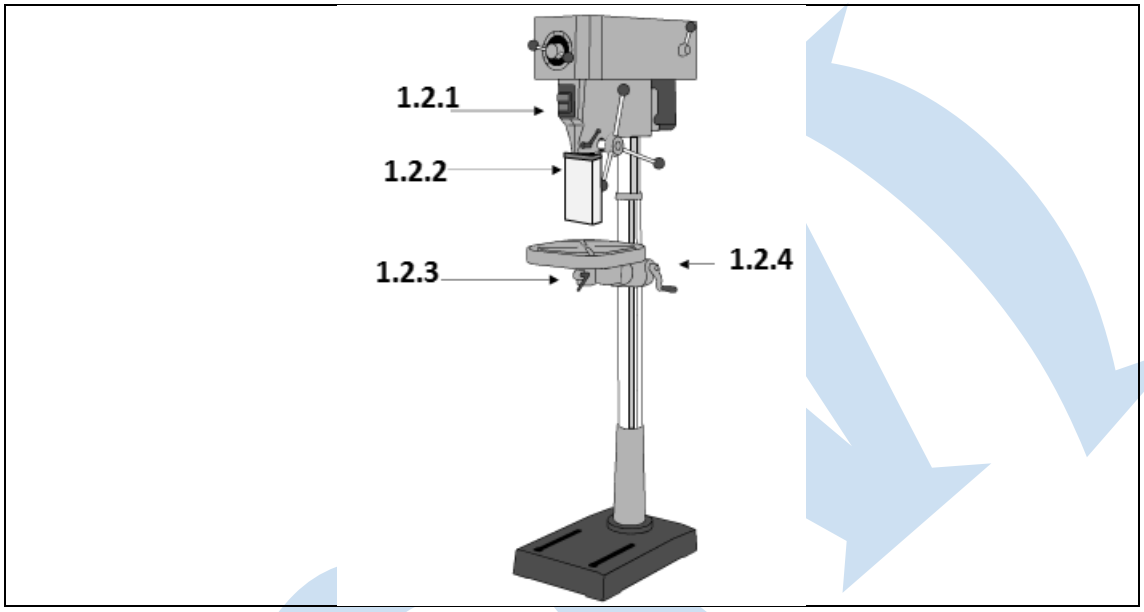

FIGUUR 1
1.1 Benoem die staanboor wat in FIGUUR 1 hier onder getoon word. (1)
1.2 Benoem die VIER komponente wat in FIGUUR 1 aangedui is deur skryf slegs die antwoord langs die vraagnommer (1.2.1–1.2.4) in die ANTWOORDBOEK neer. (4)